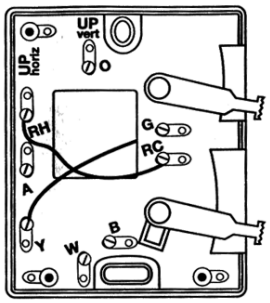

FIGURE 4
- ☐ Placer la nouvelle plaque décorative (si fournie), Figure 4, par-dessus l'ouverture du mur. L'installation de la plaque décorative est facultative.